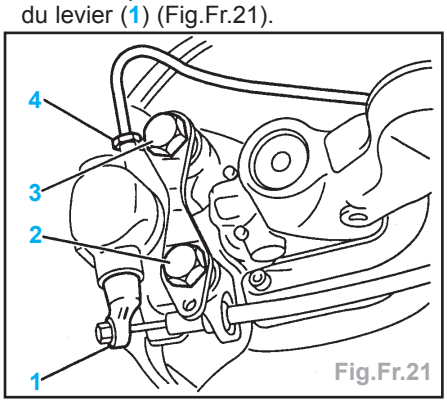

Fig.Fr.21
- Désaccoupler le câble de frein à main du levier (1) (Fig.Fr.21).